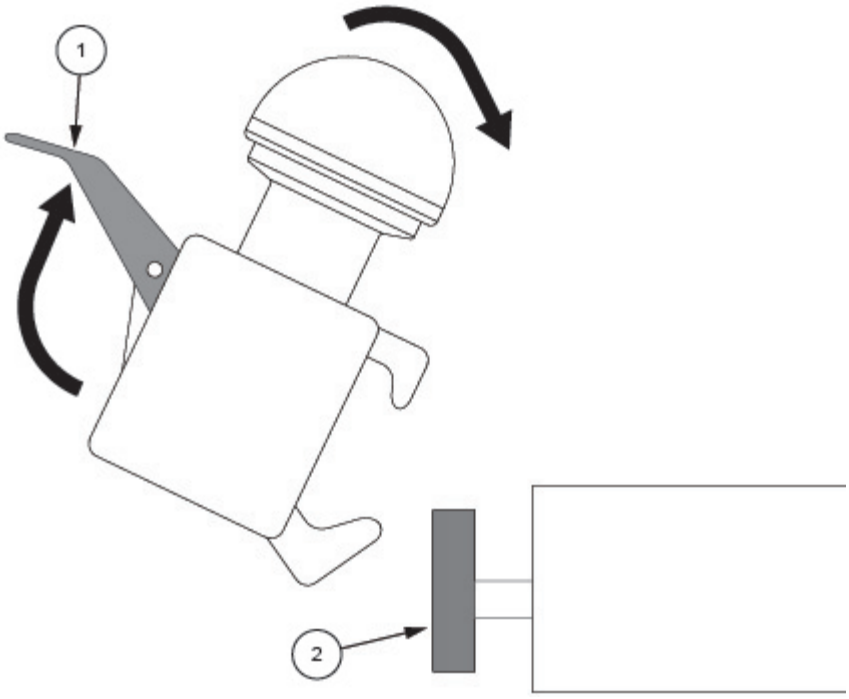

Figure 7-5. Install Joystick
1. Lift the locking tab (1) and position the joystick along the surgical table rail (2). See *Figure 7-5*.